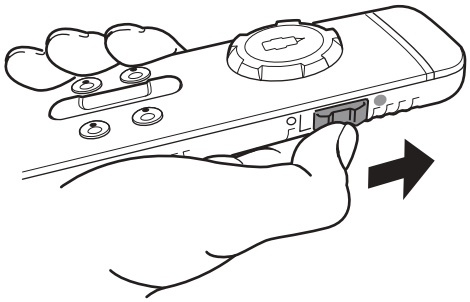

Fig. 13
► Pousser l'interrupteur à coulisse latéral vers l'avant (Fig. 13). Après la mise en marche, le symbole ⏻ clignote pendant environ 5 secondes dans la barre d'outils. Ensuite, le symbole ⏻ s'allume en permanence et le système de manœuvre est opérationnel.